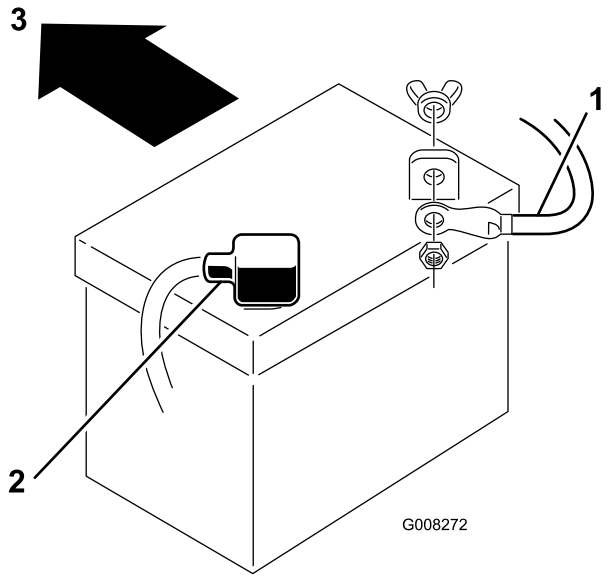

Figur 30
7. Tag det sorte minusjordkabel af batteriets pol (Figur 30).
9. Tag det røde positive kabel af batteriets pol (Figur 30).
1. Sæt batteriet i chassiset, således at batteripolerne vender mod traktorens forende (Figur 30).
3. Slut pluskablet (rødt) til batteriets (+) pluspol (Figur 30) ved hjælp af bolten og vingemøtrikken. Skyd gummikappen hen over batteriets pol.
4. Slut minuskablet (sort) til batteriets minuspol (–) ved hjælp af bolten og vingemøtrikken (Figur 30). Skyd gummikappen hen over batteriets pol.